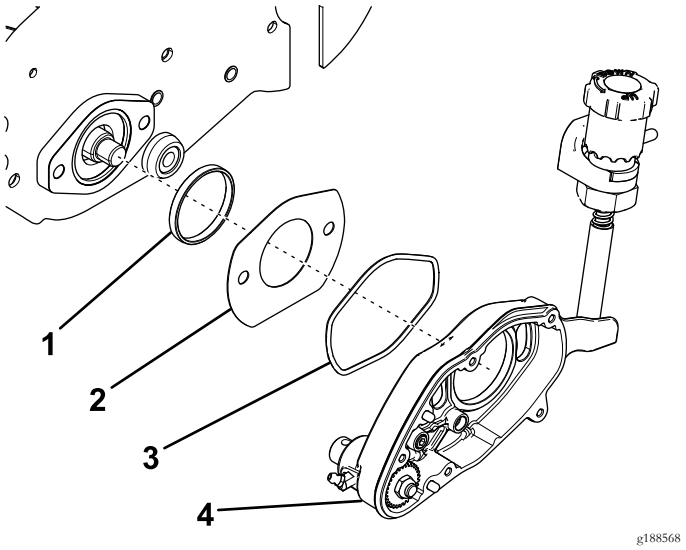

Figuur 4
9. Verwijder de groomerbehuizing (Figuur 4).
10. Verwijder de O-ring en gooi deze weg (Figuur 4).
11. Verwijder de sleufkap en de pasring (Figuur 4).